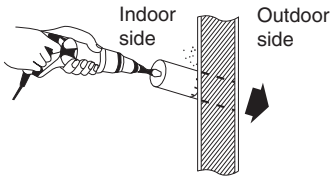

Fig. 3-7
(4) Using a sabre saw, key hole saw or hole-cutting drill attachment, cut a hole in the wall. See Table 3-1 and Fig. 3-7.